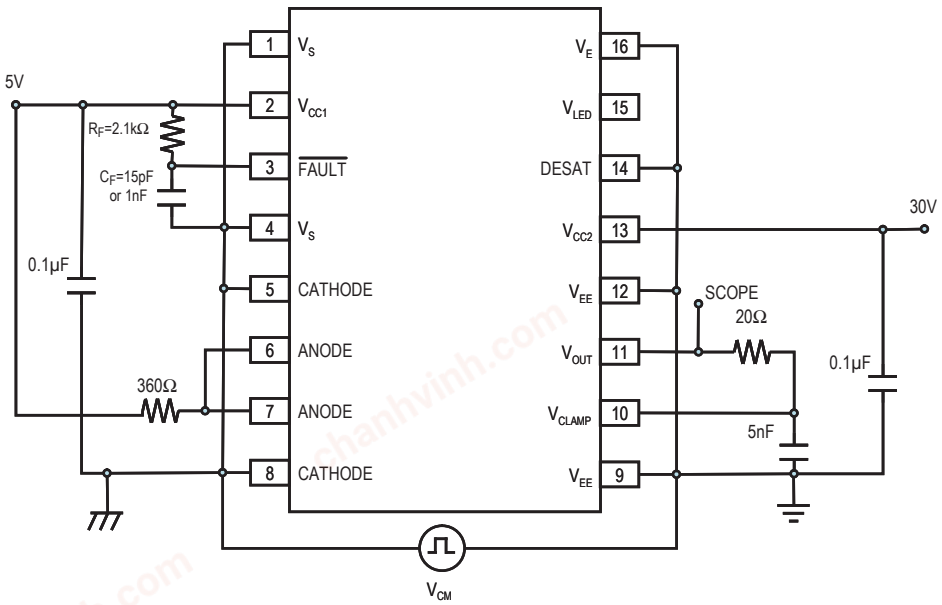

Figure 31. CMR Test Circuit LED1 on
26. Split resistors network with a ratio of 1:1 is needed at input LED1. See Figure 31.